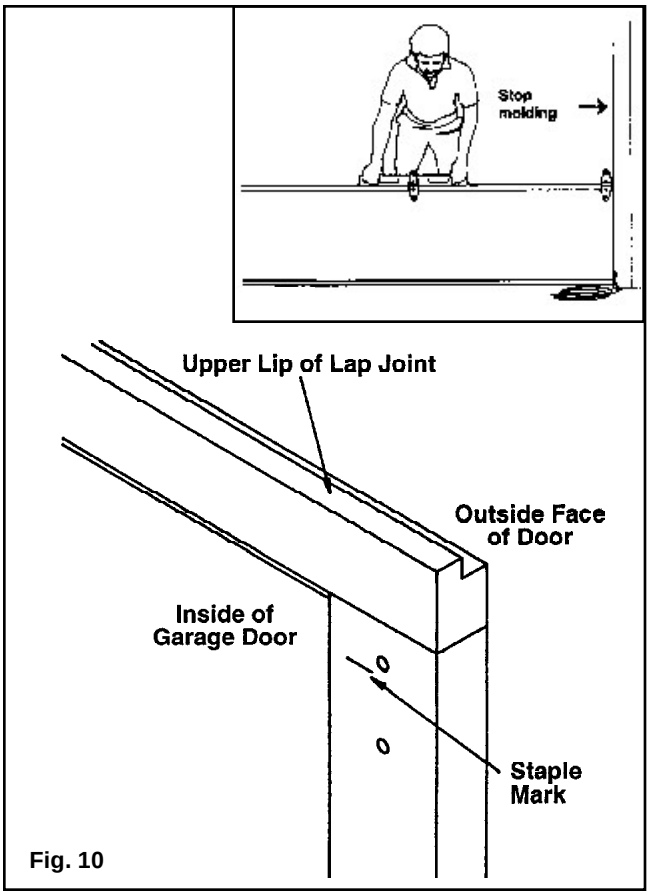

Fig. 10
**Note:** To distinguish between top and bottom sections that are the same height: the upper lip of the lap joint of the bottom section goes inside and the marks made by the staples go inside. (FIG. 10)